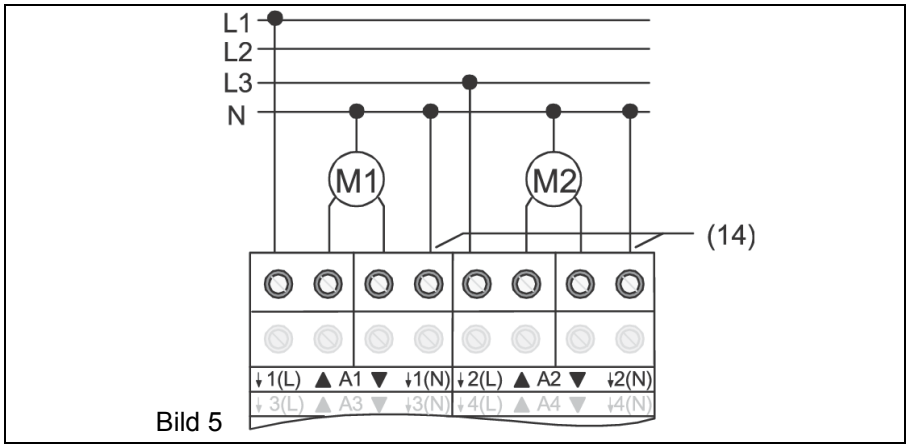

Bild 5
- Antrieb anschließen (Bild 5).
- An die N-Leiter-Klemmen (14) den N-Leiter des jeweiligen Antriebs anschließen. Auf FI-Verdrahtung achten.
- Verwendung **230 V** auf Etikett kennzeichnen (Bild 5).
Für die betreffenden Ausgänge sind die zugehörigen N-Leiter angeschlossen (Bild 5).